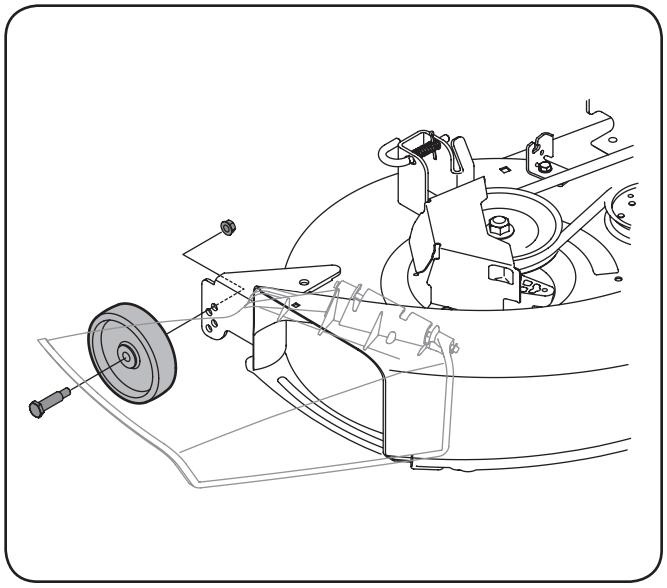

Figure 3-7
b. Remove the gauge wheels by removing the lock nuts and shoulder screws which secure them to the deck. See Fig. 3-7.